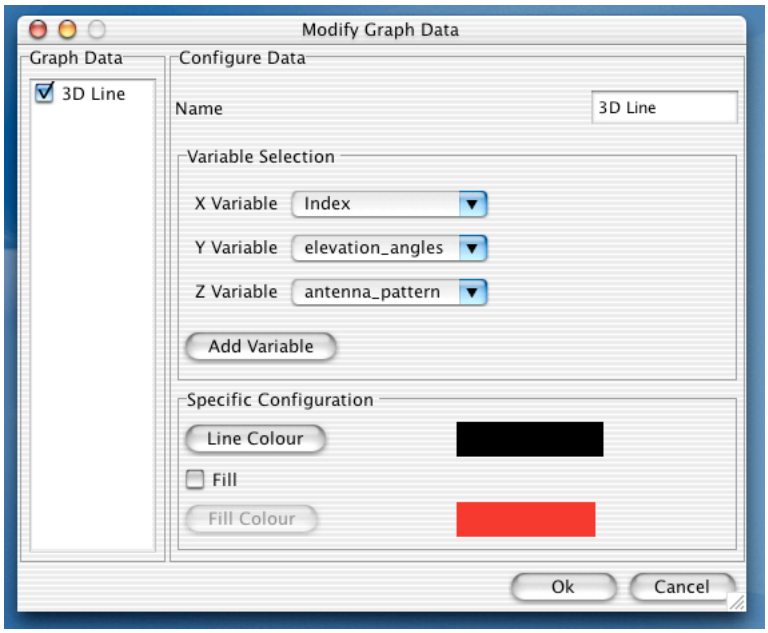

Figure 6.17 Specific panel for 3D Line graph data
- Figure 6.17 above, the configurable options specific to the *3D Line Graph* include: